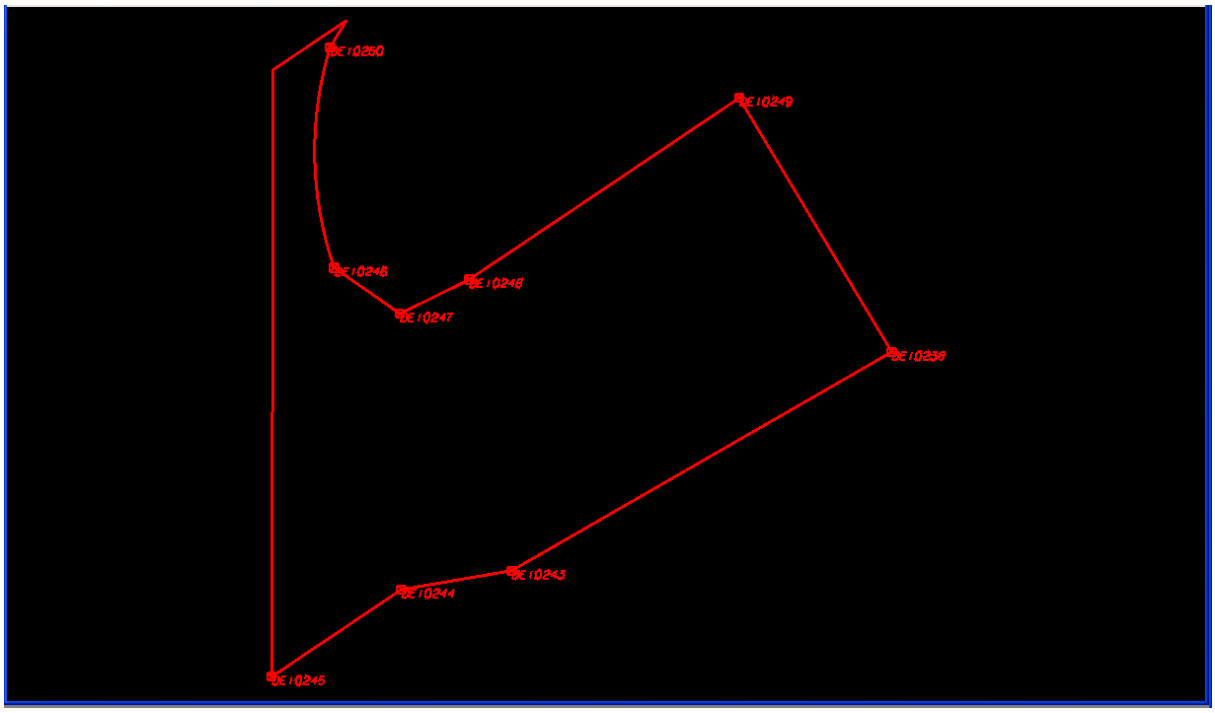

Figure L12-49 MicroStation View
- Verify your view in MicroStation matches that shown in *Figure L12-49*.